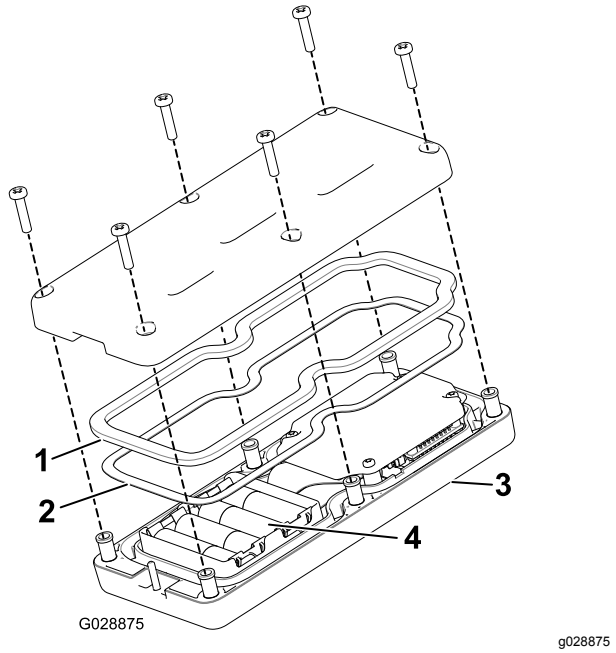

Figuur 37
3. Verwijder de 6 schroeven van de achterkant van de afstandsbediening en verwijder het deksel (Figuur 37).
5. Let op de polariteit van de batterijen terwijl u de nieuwe plaatst. (Als de batterijen onjuist worden geplaatst, raakt de eenheid niet beschadigd, maar ze zal niet meer functioneren). Op het draagtoestel staat de polariteit van de contacten aangegeven (Figuur 37).
6. Als u per ongeluk de rubberen afdichting en de stalen pakking hebt verwijderd, moet u ze zorgvuldig terug plaatsen in de groef in het bedieningspaneel (Figuur 37).
7. Plaats het deksel terug en bevestig het met de 6 schroeven die u eerder hebt verwijderd (Figuur 37) en draai deze vast met een torsie van 1,5 tot 1,7 N·m.